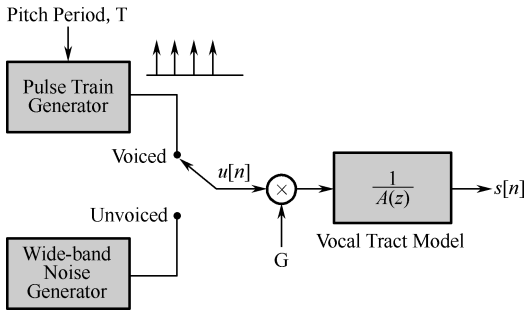

Figure 7.8 The speech generation model
The PCM coding and decoding processes are concerned with reproducing waveforms as accurately as possible. The precise nature of the wave is unimportant as long as it occupies the voice-band frequency range. When digitizing speech signals only, special voice encoders/decoders called vocoders are often used, which are based on human's speech generation model (see Figure 7.8). To achieve acceptable speech communications, the short-term power spectrum of speechis all that must be preserved. The human ear is relatively insensitive to the phase relationship between individual frequency components within a voice waveform. Therefore, vocoders are designed to reproduce only the short-term power spectrum, and the decoded time waveforms often only vaguely resemble the original input signal. Vocoders cannot be used in applications where analog signals other than voice are present, such as output signals from voice-band data modems. Vocoders typically produce unnatural sounding speech and, therefore, are generally used for recorded information such as "wrong number" messages, encrypted voice for transmission over analog telephone circuits, computer output signals, and educational games.
3. What is the mathematical model for vocal tract according to Figure 7.8?